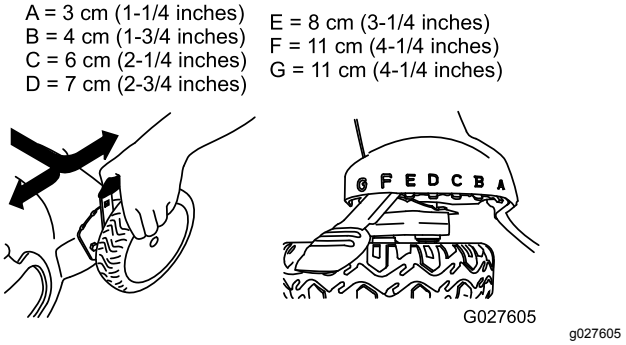

**Rysunek 13**
**Informacja:** Aby unieść urządzenie, przesuń wszystkie cztery dźwignie wysokości koszenia do przodu, zaś aby opuścić kosiarkę, przesuń je do tyłu (Rysunek 13).